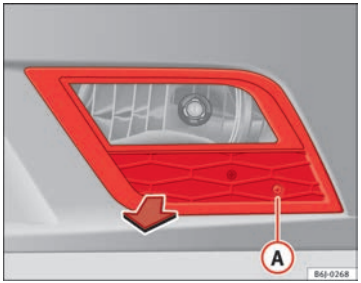

Fig. 187 Front fog light
– Remove the bolt ⇒ Fig. 187 (A) from the fog light grille with a screwdriver.